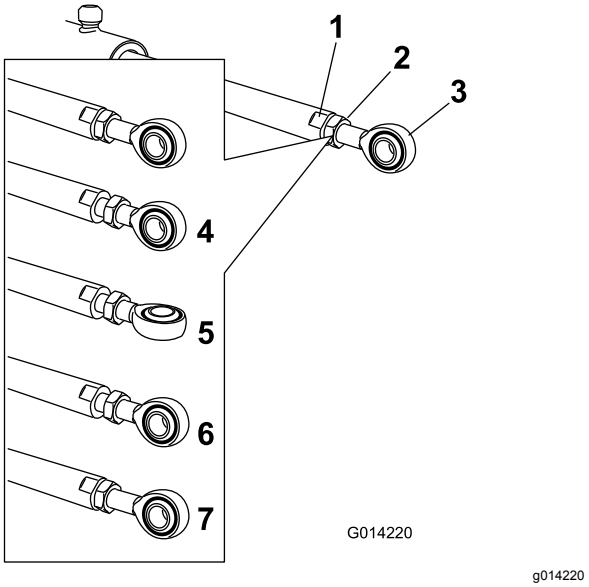

Figuur 35
5. Zet een moersleutel op de platte kanten van de actuatorstang om deze te immobiliseren en zet vervolgens de contramoer los zodat de oogstang kan worden bewogen (Figuur 35).
6. Draai de oogstang in de actuatorstang om de uitstekende actuator te verkorten of te verlengen tot de gewenste stand (Figuur 35).